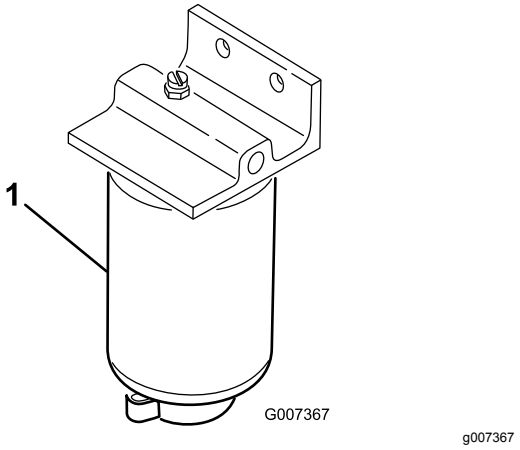

Rysunek 47
1. Pod filtr paliwa podstaw czysty pojemnik (Rysunek 47).
2. Wyczyść obszar w miejscu zamontowania filtra (Rysunek 47).